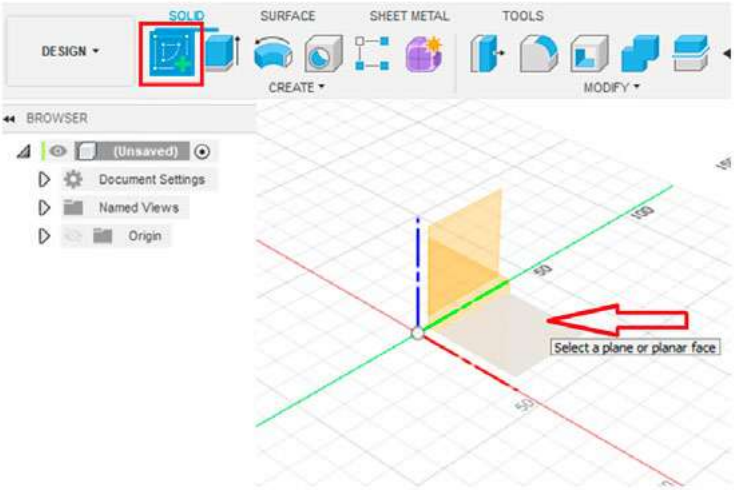

Рис. 2
2.1. На панели моделирования выберите панель инструмент CREATE SKETCH и укажите горизонтальную плоскость *xy* для построения эскиза (рис. 2).